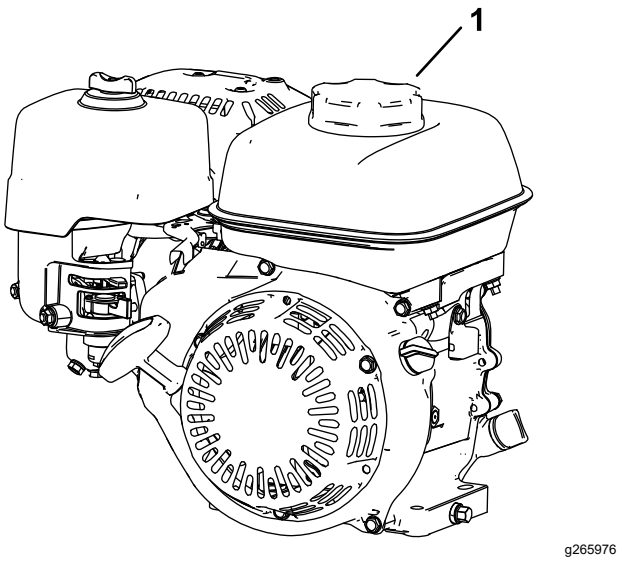

Figuur 10
3. Reinig de omgeving van de tankdop en verwijder deze (Figuur 10).